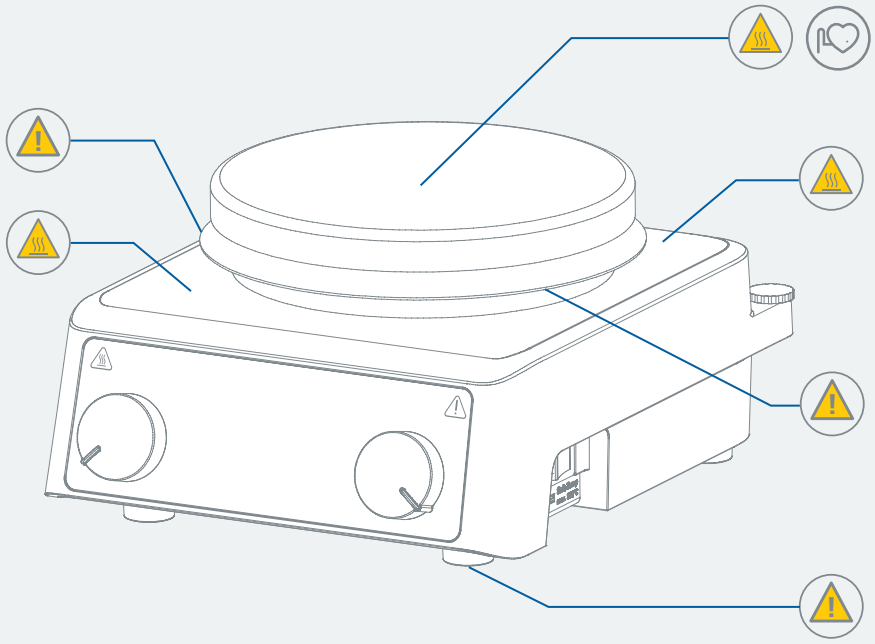

Fig. 1
- Pay attention to the marked sites in **Fig. 1**.